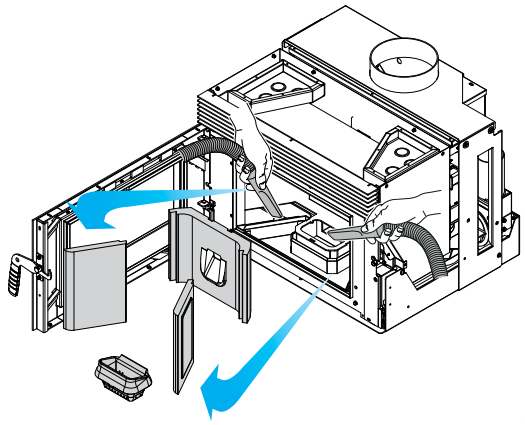

fig. 7.15
B) Retirer les plaques réfractaires du foyer et aspirer la cendre résiduelle (fig. 7.15).